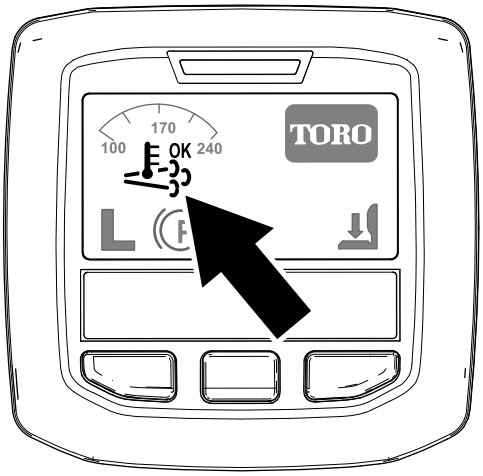

Figur 21
- Ikonet for assister/nulstil-regenerering vises i infocenteret (Figur 21).